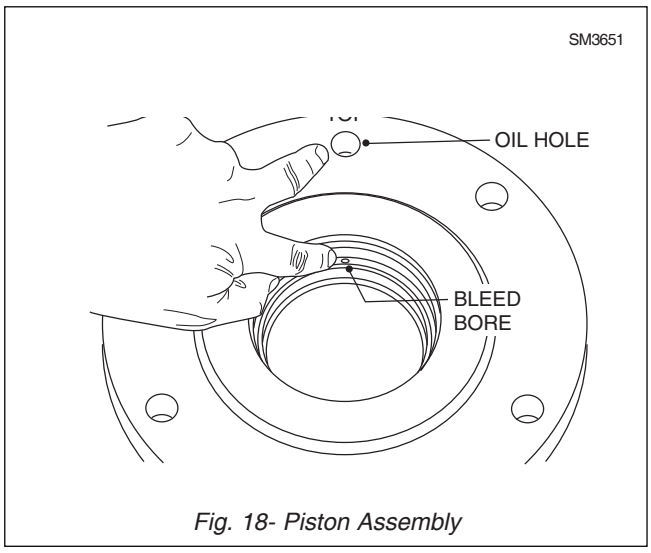

Fig. 18- Piston Assembly
13. Locate seal ring (30) to brake piston (29). Ensure correct orientation of seal ring (30).
14. Assemble brake piston (29) to the pack. Ensure that the Ø5mm bleed bore is at the top. The Ø20mm oil holes of the brake cylinder must be placed over the oil channel of the multi-discs. Refer to Fig. 18.